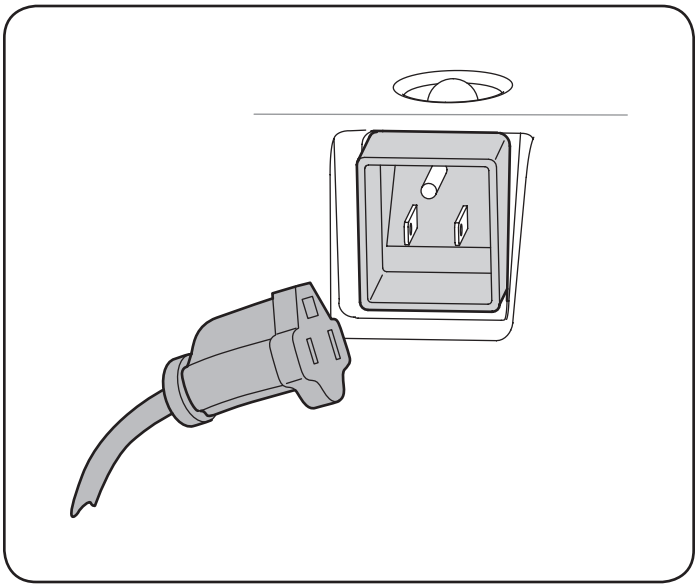

Figura 11
1. Conecte el prolongador a la salida situada en la superficie del motor. Conecte el otro extremo del prolongador a un tomacorriente de CA, 120 voltios con conexión a tierra, para tres patas, en un área bien ventilada. Vea la Figura 11.